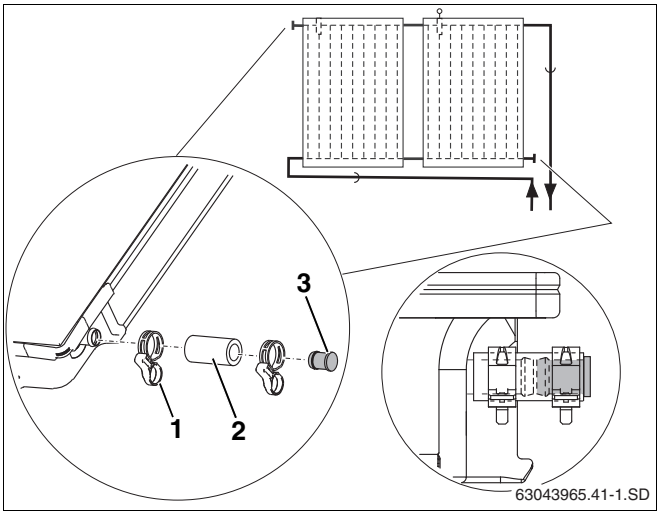

Рис. 40 Установка заглушек и пружинных хомутов
- Наденьте шланги 55 мм (рис. 40, **поз. 2**) с предварительно установленными на них заглушками на оба свободных штуцера поля коллекторов.